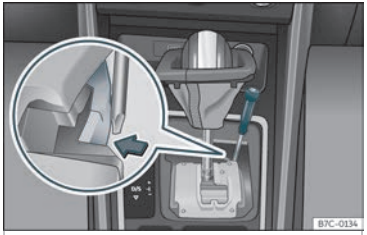

Fig. 204 Panca selectora:desbloqueo de emerxencia na posición de aparcamento.
- Usando a parte plana dun desaparafusador, prema lateralmente a pestana amarela e mantéñaa premida ››› **fig. 204** .